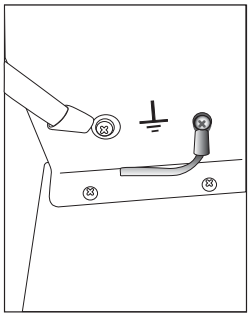

Fig. 3.p
- una volta inseriti i cavi elettrici all'interno dell'apparecchio utilizzare i fermacavi illustrati in fig 3.n per bloccarli in posizione corretta;
- collegare i cavi elettrici di alimentazione alla morsettiera situata nella parte inferiore sinistra del modulo di comando come illustrato in fig. 3.o;